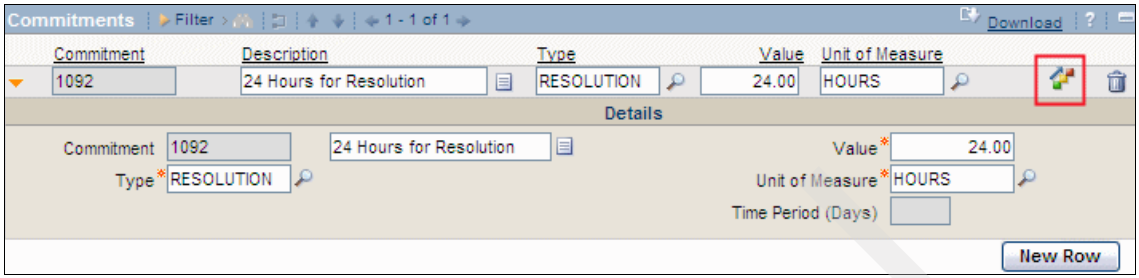

Figure 4-3 Service Level Agreements: Commitment configuration
3. In the Commitment row, click **Define Escalation**, as shown in Figure 4-3 on page 84.